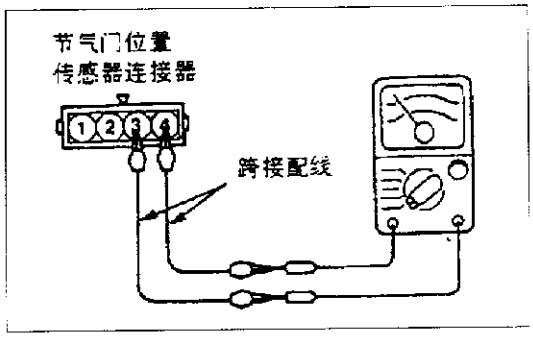

图 3-2-7
②用跨接配线在端子 3(怠速位置开关)与端子 4(传感器接地)间连接一个电阻表，如图 3-2-7 所示。